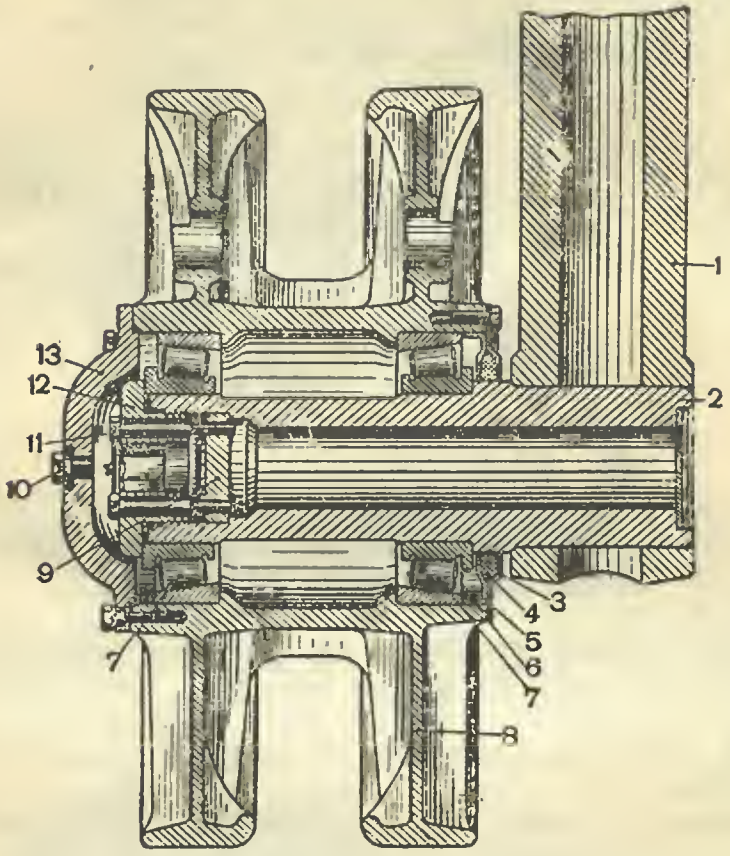
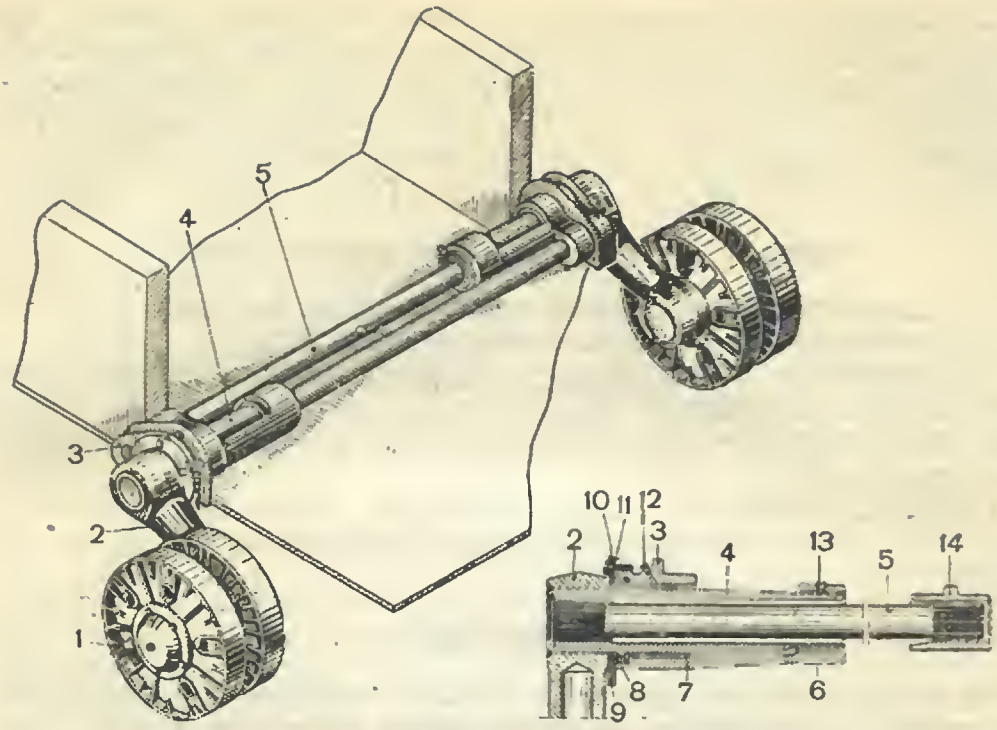

Рис. 196. Опорный каток (разрез):
Рис. 204. Нижняя подвеска:
Опорные катки монтируются на осях *2*, впрессованных и приваренных в балансиры *1* (рис. 196).
Чтобы снять опорный каток (рис. 196), необходимо:
3. Вывернуть болты, снять броневой колпак *13* (рис. 196).
9. Ключом длиной рукоятки в 1 м завернуть пробку *12* (рис. 196) достказа, затем отвернуть пробку настолько, чтобы колесо проворачивалось рукой с трудом. Отвернуть пробку ещё на $^1/_{10}$—$^1/_5$ оборота и проверить, как вращается каток. Он должен вращаться без заеданий.
Верхней и нижней головкой балансир *2* (рис. 204) напрессовывается в горячем виде на трубу балансира *4* и на ось катка *2* (рис. 196). После напрессовки труба балансира и ось катка привариваются с торца к балансиру.
Труба балансира *4* (рис. 204) вращается в двух чугунных втулках *6* и *7*, запрессованных в кронштейн *3*. От продольного смещения балансир удерживается фланцем *9*.
Торсионный вал *5* (рис. 204) изготовлен из легированной стали. На концах вала имеются треугольные шлицы. Один конец вала соединён шлицами с трубой балансира, другой — закреплён неподвижно в кронштейне, приваренном к корпусу танка.
1. Вынуть пружинное кольцо (рис. 204), снять крышку и прокладку, предварительно разгрузив торсионный вал.
2. Отвернуть болты во фланце 9 (рис. 204) балансира и снять балансир.
1. Перед тем как устанавливать балансир в сборе с катком, удалить старую смазку. Канавки втулки 7 (рис. 204) заполнить